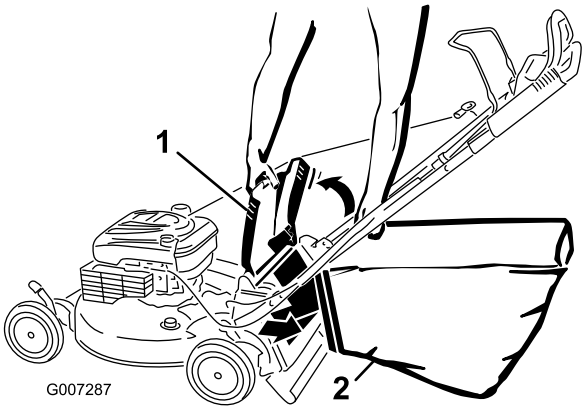

Figur 23
4. Heng øvre, fremre kant av posen på hakkene (Figur 23).